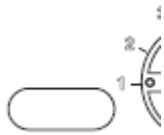

рис. 7.11
• Выключите котёл, повернув переключатель функций (3) в положение, указанное на рис. 7.11.